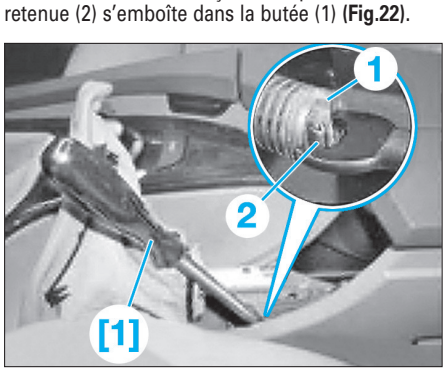

Fig. 22
• Pour verrouiller l'unité de rattrapage de jeu, repousser la butée (1) du ressort de rattrapage à l'aide de l'outil [1], de façon à ce que le crochet de retenue (2) s'emboîte dans la butée (1) **(Fig.22)**.